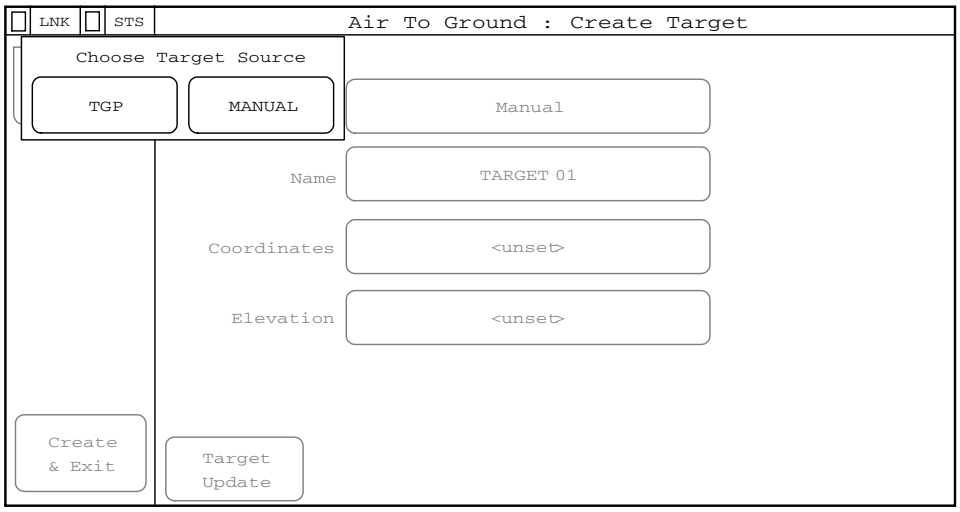

**Figure 1-86. Choose Target Source Screen.**
1.3.3.3.2 Target Source and Name. The Source button allows the user to select the source of the target location information. Selecting the Source button will bring up the Choose Target Source screen (Figure 1-86) allowing the user to choose between Manual (default), or TGP. If TGP is selected, target location fields will be set to the current MTS target position once the Target Update button is pressed. The manual option will allow the manual input of target location information.